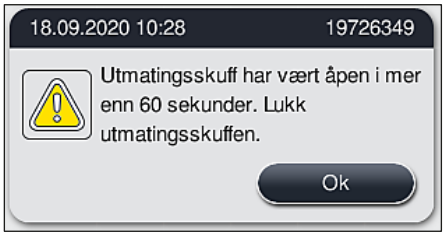

Fig. 90
- Brukeren får en informasjonsmelding (→ "Fig. 90") hvis utmatingsskuffen er åpen i mer enn 60 sekunder.